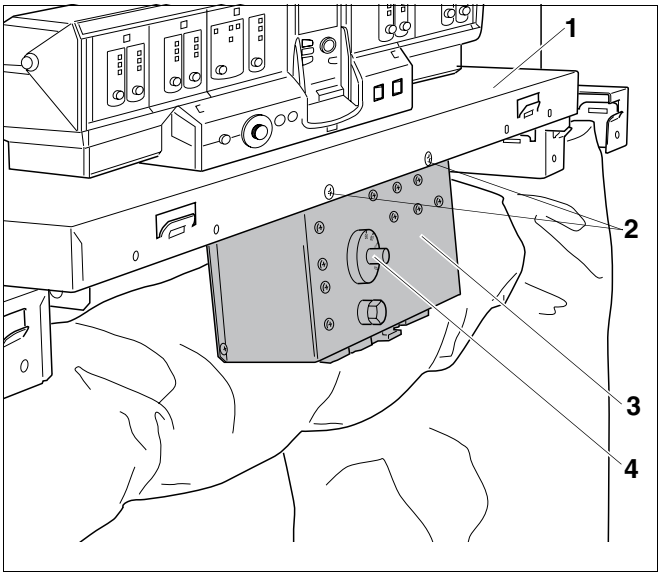

Afb. 63 Bijkomend regeltoestel HT 3101
- Bevestig het bijkomende regeltoestel HT 3101 (afb. 63, **pos. 3**) aan de voorzijde van de voorste ketelafdekkap (afb. 63, **pos. 1**) met twee schroeven met vlakke kop 3,9 x 9,5 (afb. 63, **pos. 2**).
- Stel de temperatuurregelaar (afb. 63, **pos. 4**) in op de gewenste temperatuur.